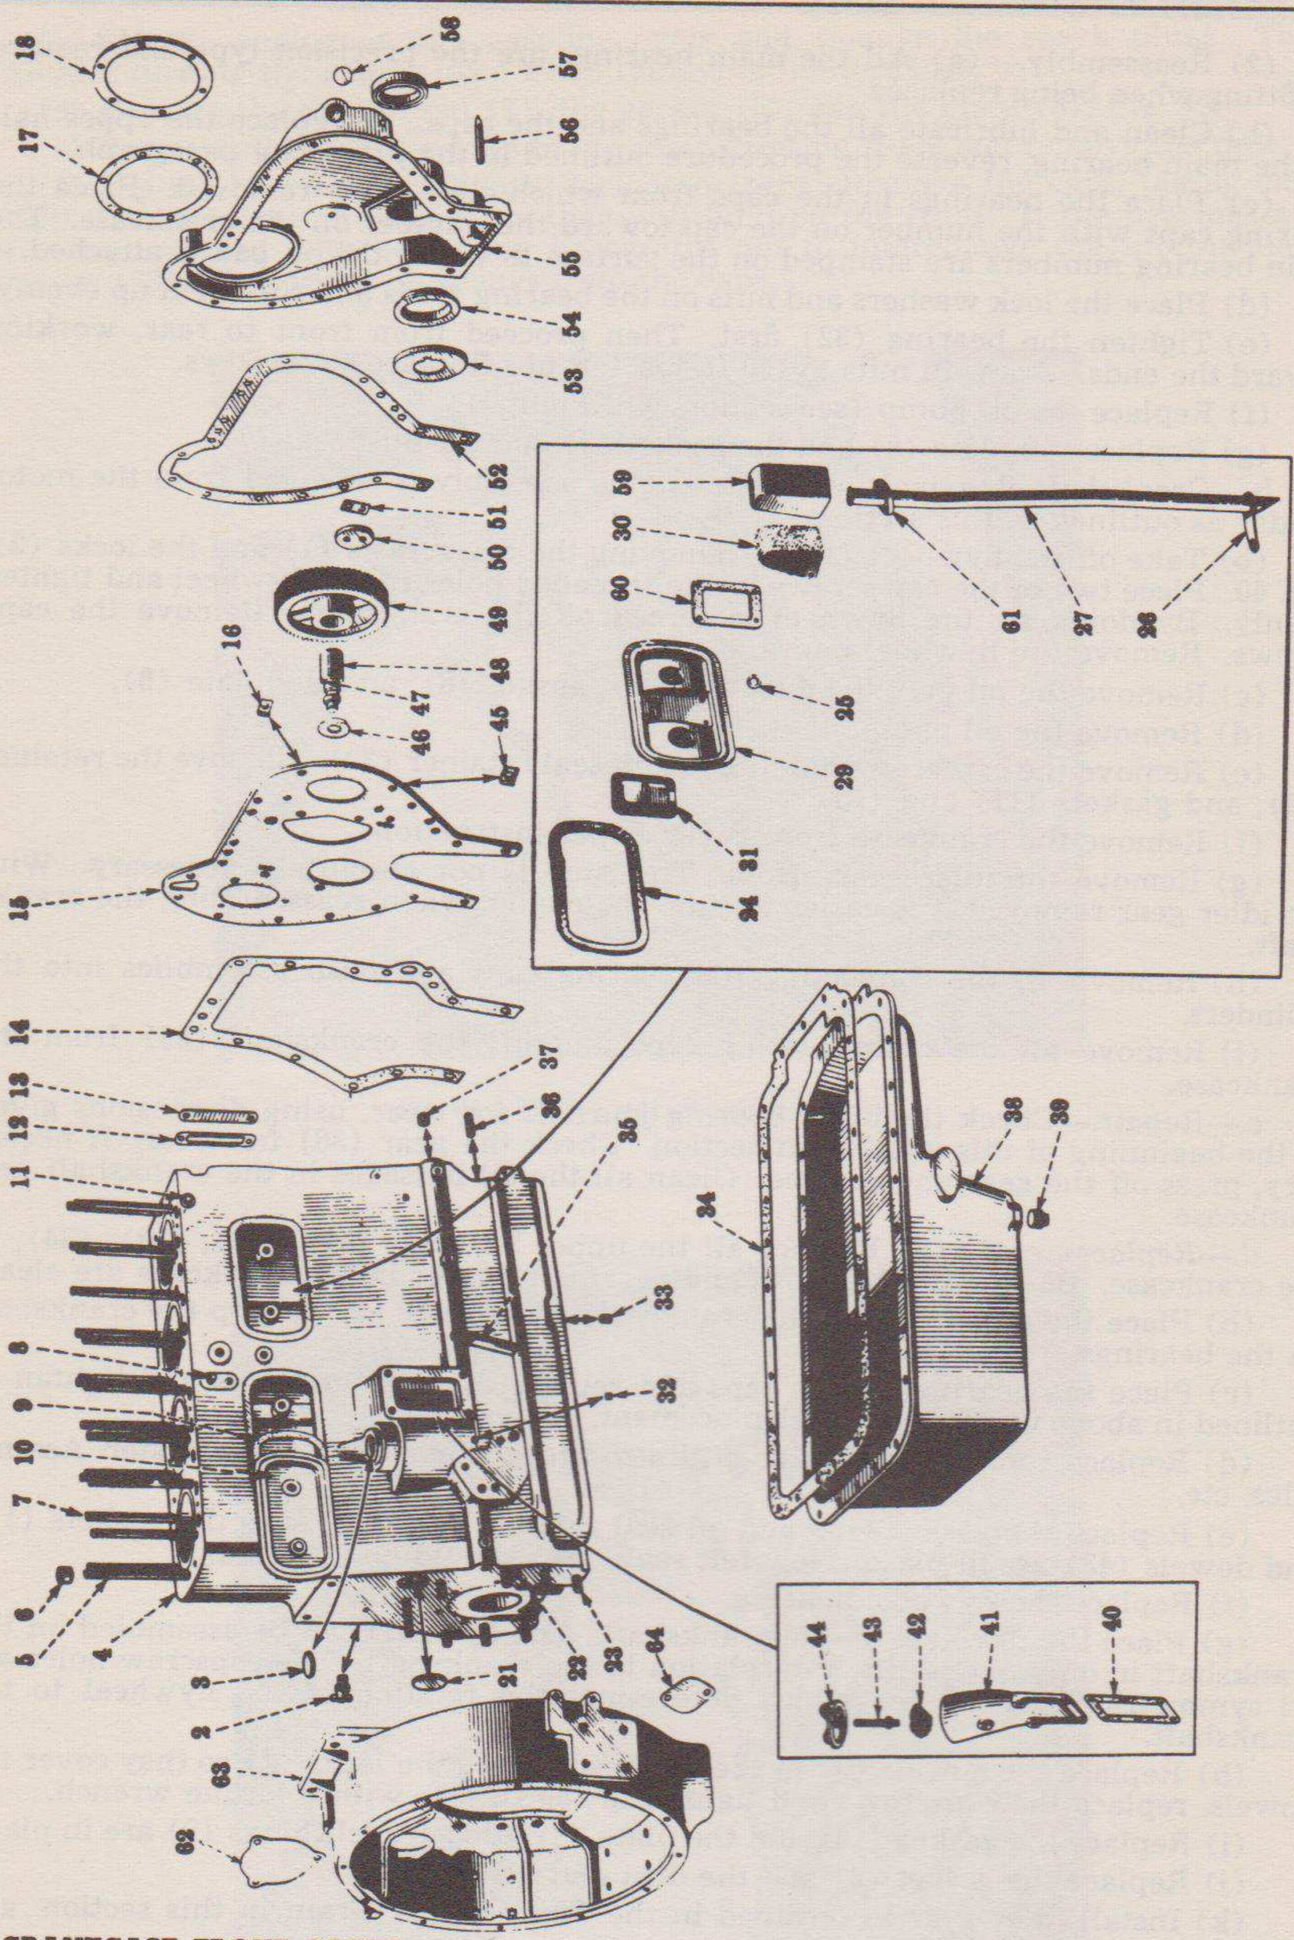

Fig. 43—Exploded view of crankcase.
(8) Remove the front support from the engine.
(9) Remove the three capscrews at the front end of the oil pan which screw into the crankcase front cover, and loosen the first three capscrews back from the front on each side of the oil pan.
(10) Remove the capscrews in the front cover (55), Fig. 43, and pry it off, removing the dowel pins. Remove the pulley key.
b.—Replacement.—(1) Replace the oil seal (57) in the crankcase front cover. Install the oil seal with the edge of the leather to the outside of the cover.
(6) If the idler gear shaft (48), Fig. 43, is worn, it can be replaced by removing the oil pan and taking off the nut inside the crankcase.
b.—Replacement.—(1) Replace the camshaft gear.